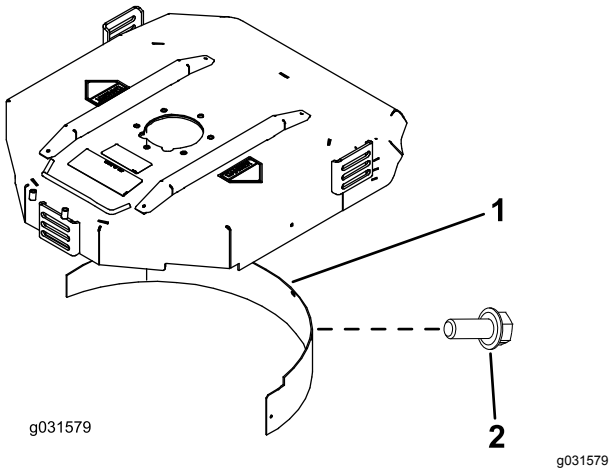

Figur 9
2. Monter kvernskjermen i den bakre åpningen, og fest med fem flenshodebolter (Figur 9).